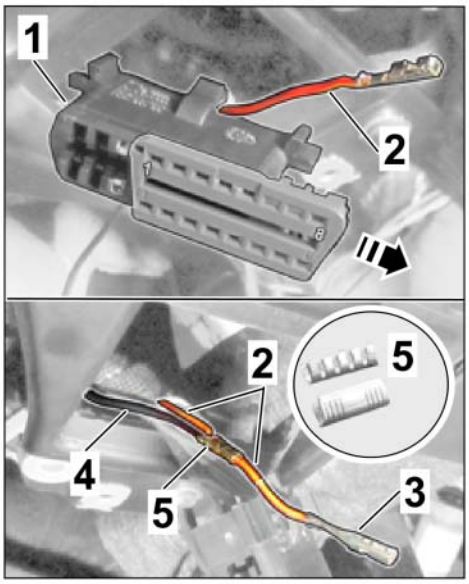

Figure 18
- Release diagnostic socket and remove line 112 RD/YE 0.5² from chamber 1 (⇒*Figure 18* **-top-**).
- Crimp BK 0.5² line to line 112 RD/YE 0.5² in the insulated area using a crimp connector (⇒*Figure 18* **-bottom-**).
- Expose (2-pin) socket underneath the dashboard (LHD: in steering column area ⇒ *Figure 18*